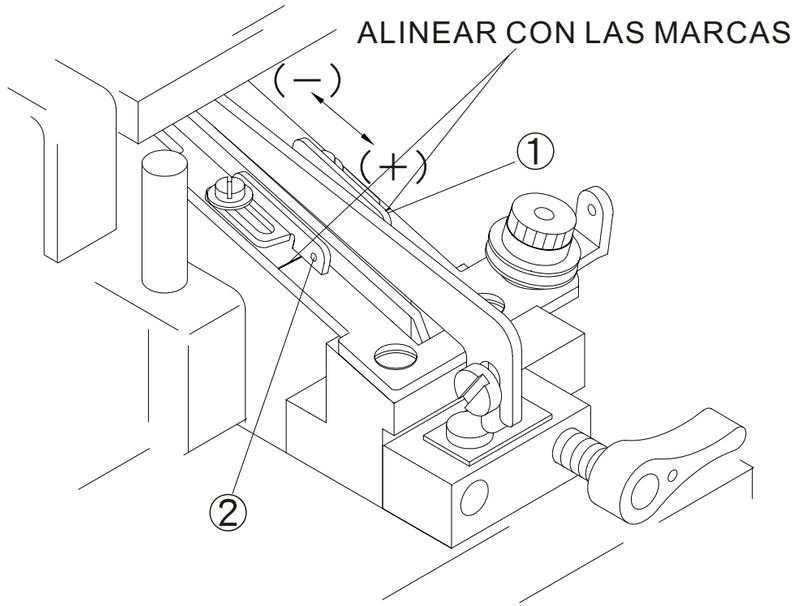

Fig. 27
1. Ensamblar las dos abrazaderas de hilo, 1 y 2, respetando las marcas en el soporte para alinear con los ojales de las guías de hilo en una sola línea. (Fig. 27)